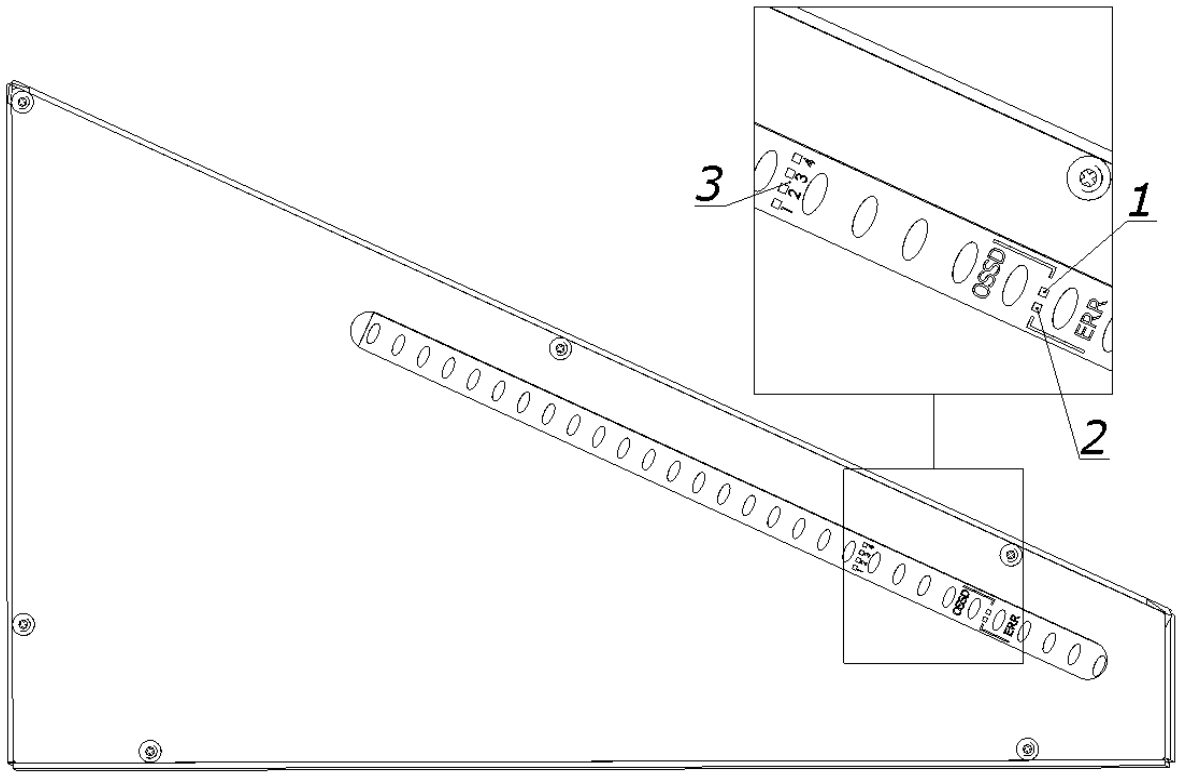
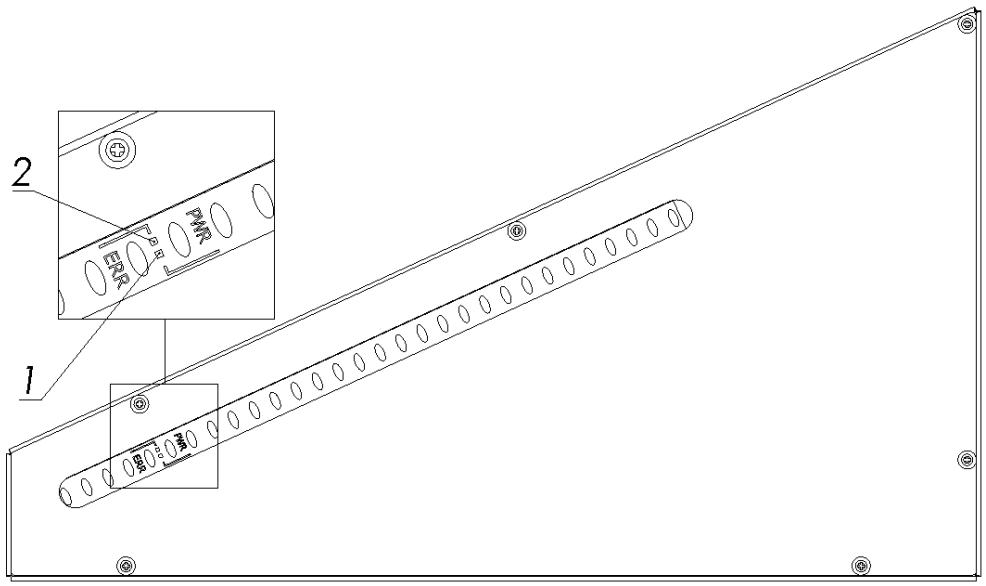
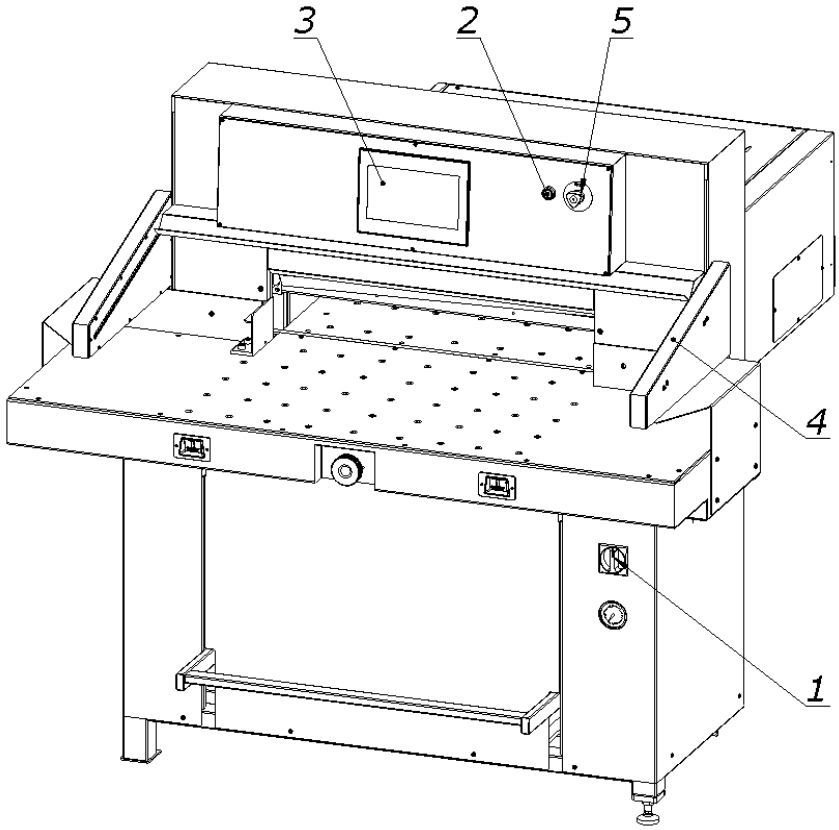

Figure 11. Safety curtain receiver indicators
Figure 12. Safety curtain transmitter indicators
Figure 15. Arrangement of components used when switching on the cutting machine.
1. Set the main switch to the ‘ON’ position (1)
2. Press green button (2)
- Touchscreen (3) lights up green
- OSSD 1 LED (Fig. 11) lights up green in receiver 4 (Fig. 15)
**If, after switching on the power supply with main switch 1 (Fig. 15) and pressing green button 2, LED 3 lights up green, the connection is correct (correct direction of motor rotation); if the LED lights up red, the connection is incorrect and two of the three phase wires in the plug must be swapped.**
All LEDs on the transmitter and receiver will light up briefly. After initialisation, the receiver indicates the quality of the setting with four blue LEDs 3 (Fig. 11).
The setting indicator goes out after a certain time when the safety curtain is set (LED of the output signal switching device: green pos. 1 Fig. 11) and only the PWR LED of transmitter 1 (Fig. 12) and LED 1 (Fig. 11) of the receiver output signal switching device light up.
1. Press button 5 (Fig. 15)
1. Unlock button 5 (turn it with key) (Fig. 15)